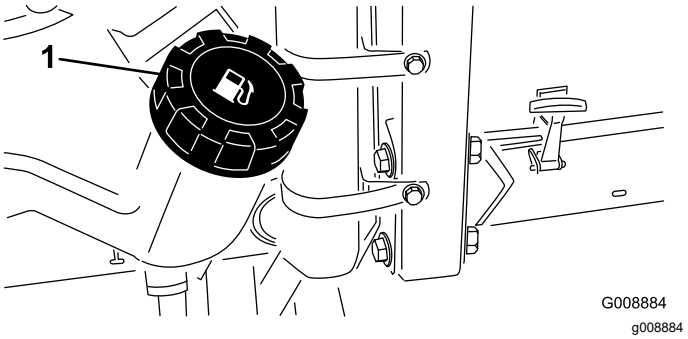

Figuur 29
2. Maak de omgeving van de dop van de brandstoftank schoon (Figuur 29).